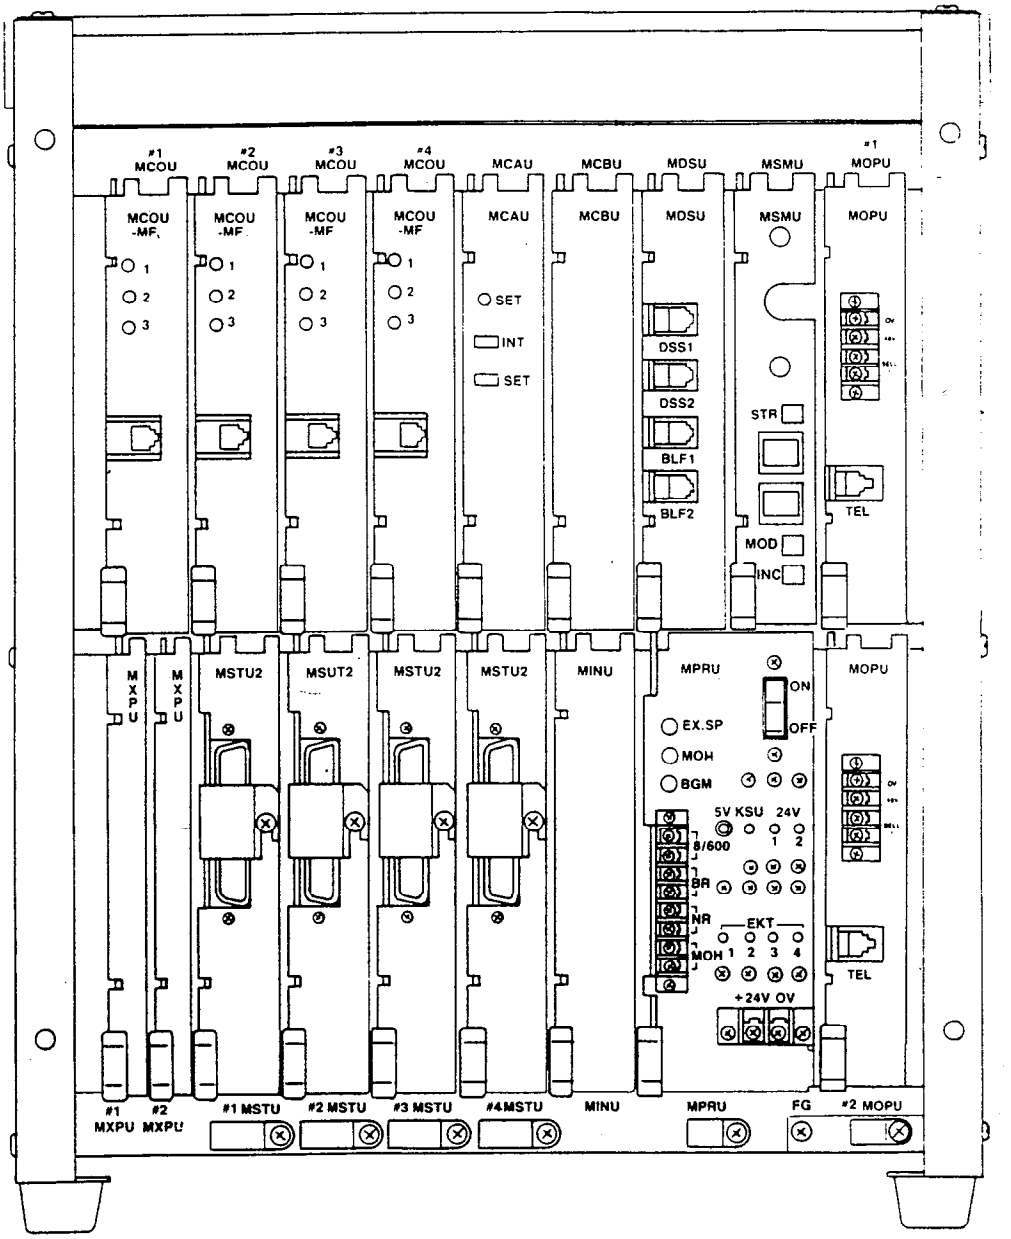

FIGURE 15—PCBs IN MKSU (STRATA XII)
06.02 Install the MPRU PCB in its proper slot in the MKSU (Figures 15 & 16).
07.11 Install the MCAU/AMMU and MCBU PCBs in their correct MKSU positions (Figures 15 and 16).
07.12 Install the MINU in the correct MKSU position (Figures 15 and 16).
07.13 Install the appropriate number of MXPU PCBs (Figures 15 and 16).
07.14 Follow the position arrangements indicated in Figures 15 and 16, and install the required MSTU PCBs.
07.15 Select the proper type of MCOU PCB (MF or DP) and install the required number in the positions shown in Figures 15 and 16.
07.16 If the system is to be equipped with a DSS console, install an MDSU in the correct MKSU position (Figures 15 and 16).
07.21 If the system is to be equipped with Station Message Detail Recording (SMDR), an MSMU must be installed in the correct location per Figures 15 and 16. Install the MSMU as follows:
07.31 If the system is to be equipped with conventional telephones or OPX extensions, MOPU PCBs are required; refer to Figures 15 and 16 for proper locations.